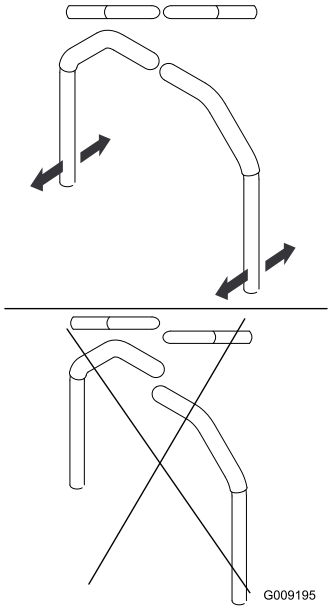

Figure 80
4. Réglez l'alignement avant/arrière des leviers en les plaçant simultanément à la position point mort puis faites-les coulisser jusqu'à ce qu'ils soient alignés, puis serrez les boulons (Figure 80).